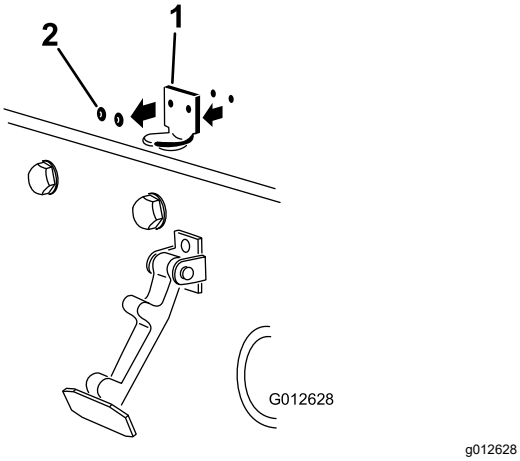

Figur 5
2. Fjern de to naglene som fester panserlås-braketten til panseret (Figur 5). Fjern de to panserlåsbrakettene fra panseret.
3. Plasser CE-låsebraketten og panserlåsbraketten på panseret på linje med monteringshullene. Låsebraketten må være mot panseret (Figur 5). Ikke fjern bolten og mutteren fra låsebrakettarmen.